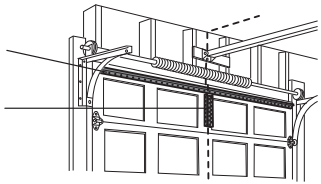

FIGURA 1
- yo Taladre orificios de sujeción de 3/16". Fije el soporte de la puerta con los dos tornillos autorroscantes de 1/4"-14x5/8". (Figura 1)